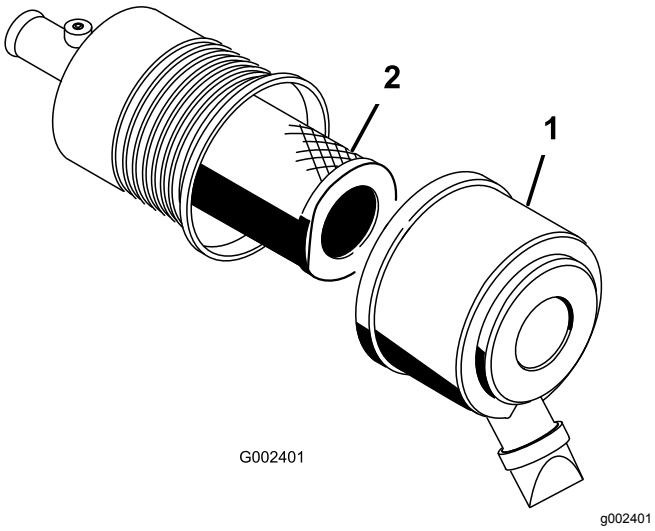

**Figur 33**
1. Åbn låsene på luftfilteret, og træk luftfilterdækslet af luftfilterhuset (Figur 33).
3. Skub forsigtigt filteret ud af luftfilterhuset (Figur 33).
5. Skub forsigtigt filteret over husets rør (Figur 33).
6. Monter luftfilterdækslet med siden opad, og fastgør låsene (Figur 33).